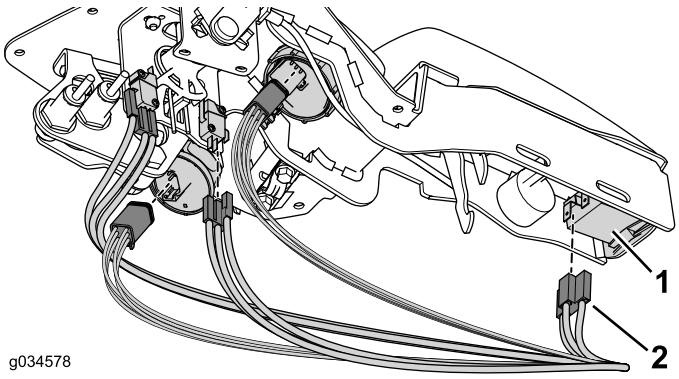

Figur 30
5. Koble ledningssatsen til de riktige tilkoblingene (Figur 30).